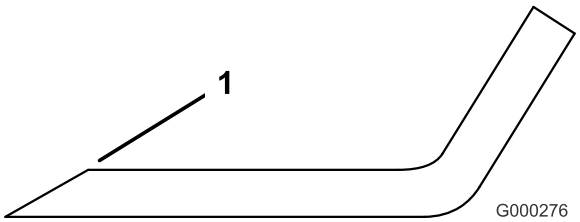

Figura 88
3. Inspeccione los filos de todas las cuchillas. Afílelos si están romos o tienen mellas. Afile únicamente la parte superior del filo y mantenga el ángulo de corte original para asegurar un filo correcto (Figura 88). La cuchilla permanecerá equilibrada si se retira la misma cantidad de metal de ambos bordes de corte.